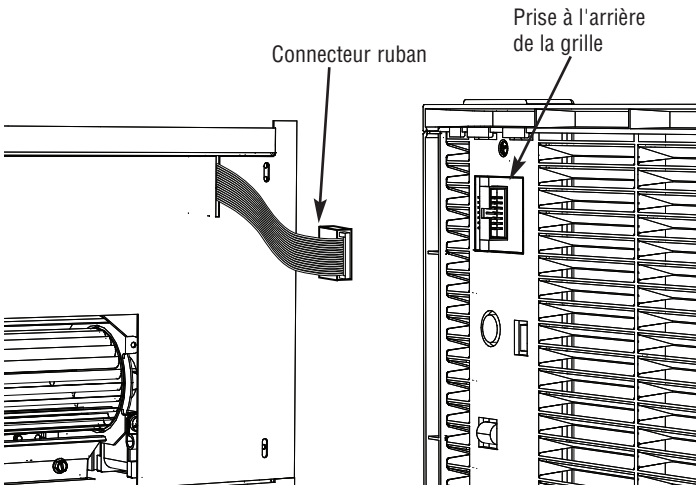

Figure 4 – Ruban connecteur
Mettez en place le couvercle du boîtier de raccordement en vous assurant que le câble en ruban plat est passé dans la fente allongée dans la couvercle, comme montré en Figure 4.
REMARQUE : Environ 3-1/2" (89 mm) de câble ruban doit sortir de la fente pour la connexion sur l'électronique de la grille. L'orientation du connecteur doit être comme montré en Figure 4.
1. Tout en maintenant le côté droit de la grille avec votre main droite, étendez le ruban connecteur avec l'autre main et enfichez le connecteur noir dans la prise noire située au dos du contrôle électronique, derrière la grille. Connecteur et prise ont un détrompeur, la liaison ne peut donc se faire que d'une façon (Figure 4).